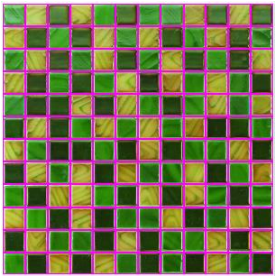

Rys. 16 – fuga wyrysowana przy
- następnie należy na zdjęciu płytki wyrysować fugi. Przebiega to w sposób następujący: w miejscach, gdzie na zdjęciu widoczne są fugi, należy nanieść linie o grubości odpowiadającej szerokości fugi w rzeczywistości na zasadzie 1 piksel = 1mm, w kolorze o oznaczeniu kodowym w przestrzeni RGB: **R=255, G=0, B=255** (odcień magenta, czyli amarantowy) (Rys. 16).
- optymalizacja mozaik przebiega inaczej niż w przypadku innych płytek, ponieważ pojedyncza mozaika (tj. zbiór pojedynczych kostek zapisany w bazie np. 12 rzędów na 12 kolumn – patrz Rys. 16) zawiera wiele niezależnych kostek, które mogą być wykorzystane w innym miejscu w projekcie, ilość opadów jest więc równa zero;
Parametry obrazka można przeprowadzić samemu dzięki ikonie - **„Skaluje obrazek…”** oraz przy użyciu opcji **„Kompresja”** w polu **„Właściwości obrazka”** (Rys. 16). Kompresja, czyli jakość obrazka, to stopień jego uproszczenia celem zmniejszenia wielkości w MB w taki sposób, aby zajmował jak najmniejszą ilość miejsca na dysku z jednoczesnym zachowaniem wysokiej jakości wizualnej.